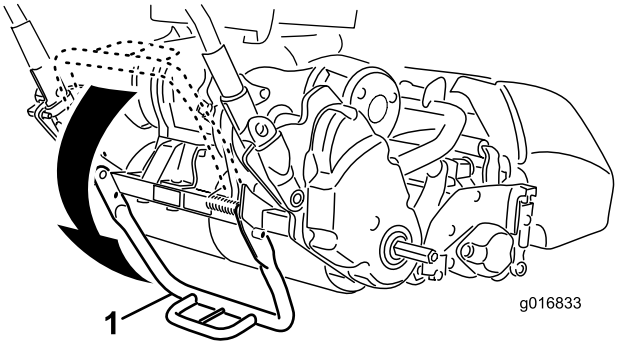

Figuur 7
1. Zet uw voet op **het midden van de kickstandaard** om deze naar beneden te drukken. Trek de centrale onderste handgreep omhoog tot de kickstandaard naar voren over het dode punt gekanteld is (Figuur 7).